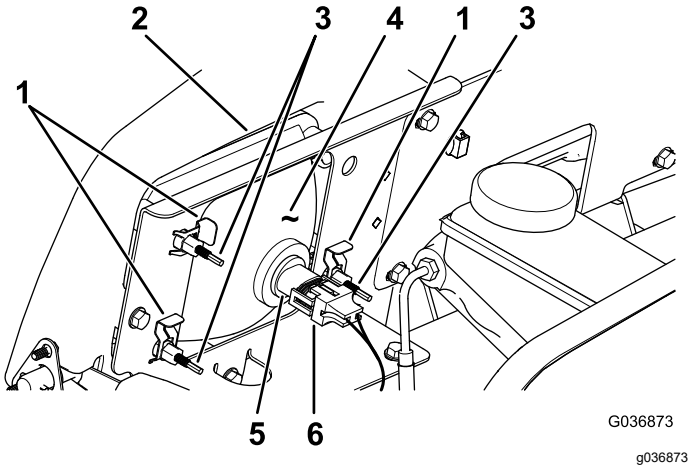

Figura 39
3. Desconecte el conector eléctrico del arnés de cables del conector del conjunto de la lámpara (Figura 39).
4. Retire los conectores rápidos que sujetan el faro al soporte del faro (Figura 39).
5. Retire el faro desplazándolo hacia adelante y pasándolo por el hueco del parachoques delantero (Figura 39).
6. Introduzca el faro nuevo a través del hueco del parachoques (Figura 39).
8. Conecte el conector eléctrico del arnés de cables al conector del conjunto de la lámpara (Figura 39).
2. En la parte trasera del faro, gire los tornillos de ajuste (Figura 39) para pivotar el conjunto y ajustar de la posición del haz de luz.